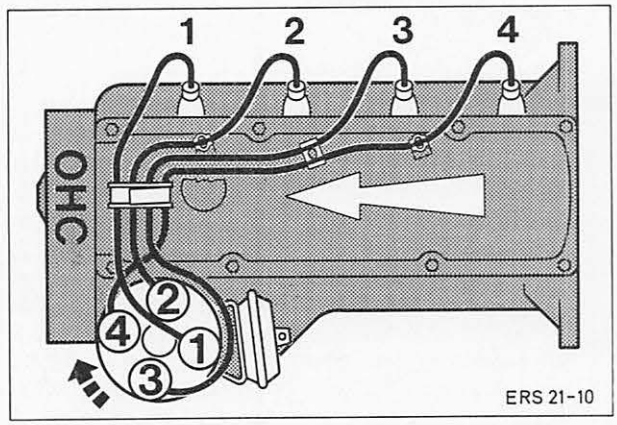

Abb. 250 Zündkabelanordnung (Zündfolge)
10. Zündkabel aufstecken, Abb. 250, und Batterie-Massekabel anklemmen.